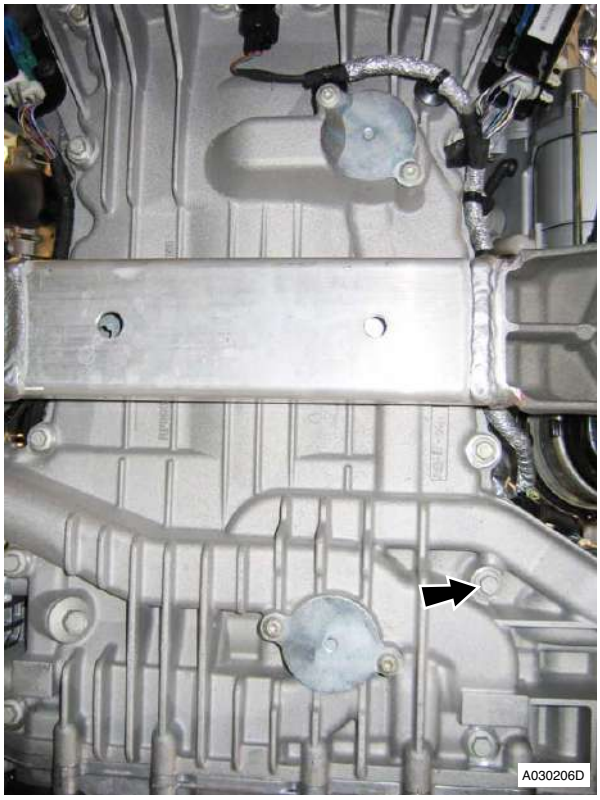

Figure 11
23. Remove bolts (x16) securing sump to engine bedplate (see Figure11).